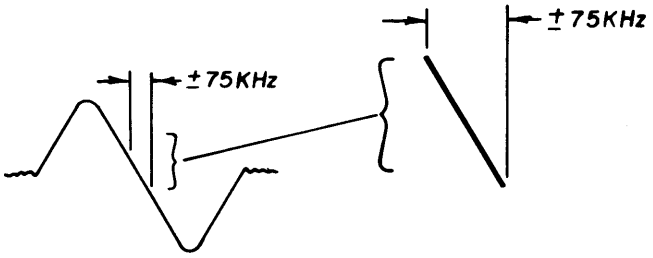

Figure 7
5. DETECTOR ALIGNMENT USING OSCILLOSCOPE: To align the FM Detector, leave the FM Generator connected as in Step 1, and move the oscilloscope lead to the REC output jack on the rear panel. Reduce the modulation to ±75KHz. Adjust the top core of the detector transformer [T201] to center the tuning meter and the bottom core of the transformer [T201] for best gain and linearity [See Figure 7]. Recheck the meter centering and readjust the top core again, if necessary.